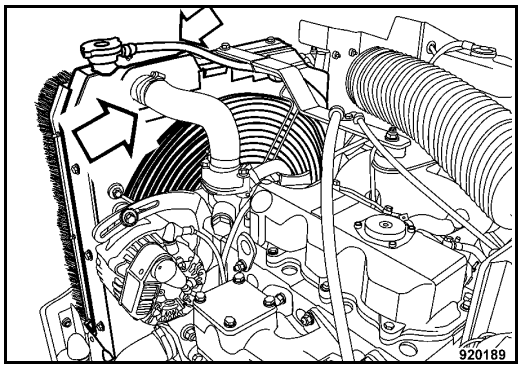

Fig. 150
- Check the conditon and tight fit of all readiator hoses and hose clamps (Fig. 150).